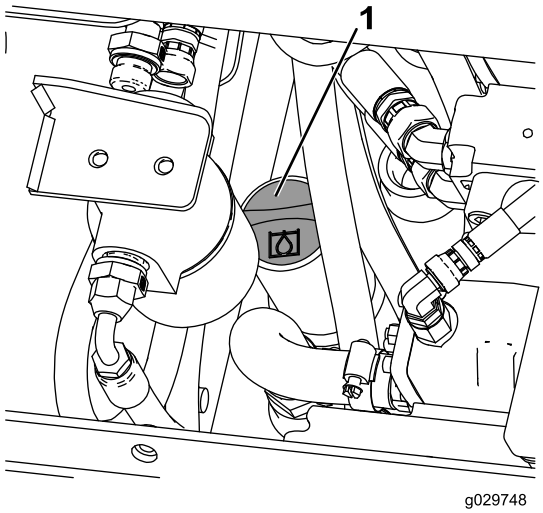

Rysunek 27
7. Wyczyść obszar wokół szyjki wlewu zbiornika oleju hydraulicznego (Rysunek 27).